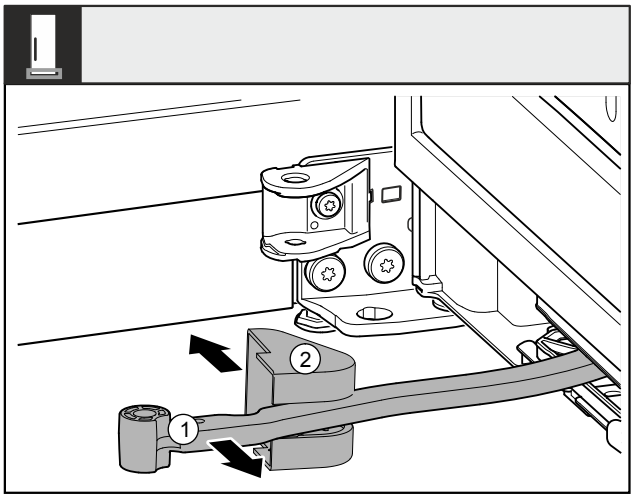

Fig. 11
▶ 将铰链 *Fig. 11 (1)*转向门的方向。
▶ 移除托架盖 *Fig. 11 (2)*。